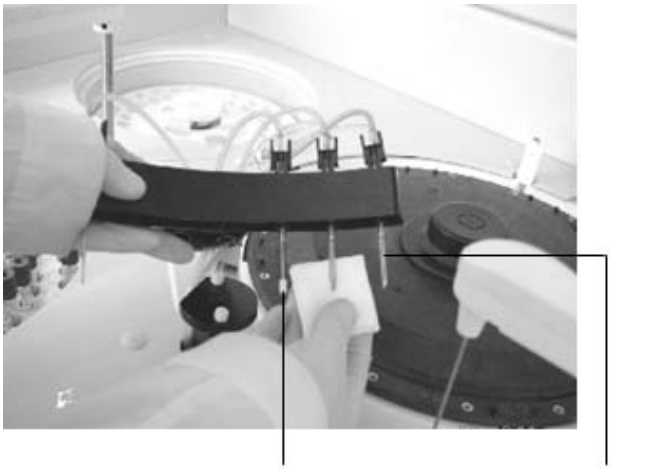

Figure 10-4-24
(2)Wipe the outside of the nozzle with gauze that has been dipped in the 2% Anti-Bacterial Phosphor-Free Detergent as Figure 10-4-24 shows: